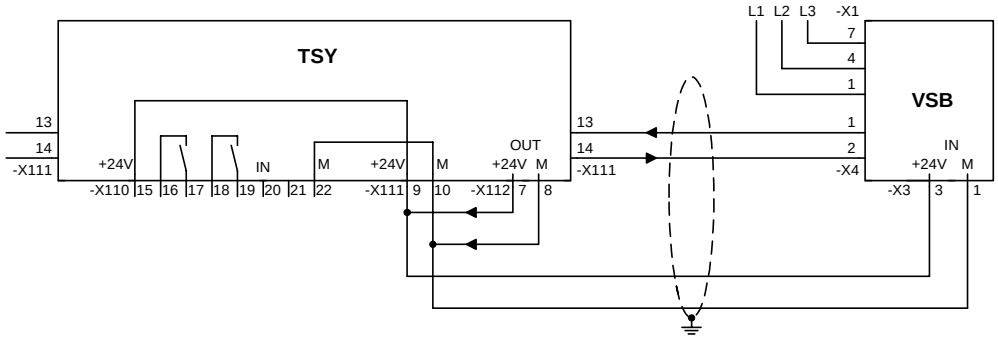

Fig. 9 Line synchronization with internal power supply
- Make the connection between the TSY and VSB as shown in Fig. 9 or 10.
- Connect a voltage supply to the TSY and VSB (see Fig. 9 or 10):